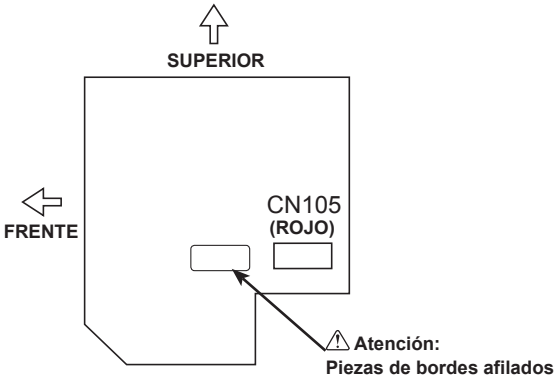

Fig. 6-6
7. Conecte firmemente el código eléctrico de la interfaz de radiofrecuencia a CN105 (ROJO) de la placa del controlador interior. (Fig. 6-6)